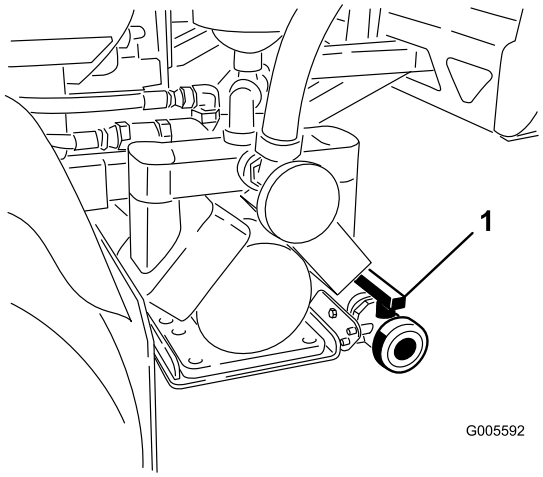

Bild 20
2. Ermitteln Sie das Ablassventil des Tanks hinten an der Maschine (Bild 20). Das Ventil befindet sich hinter der Pumpe und ist an der Stützhalterung montiert.